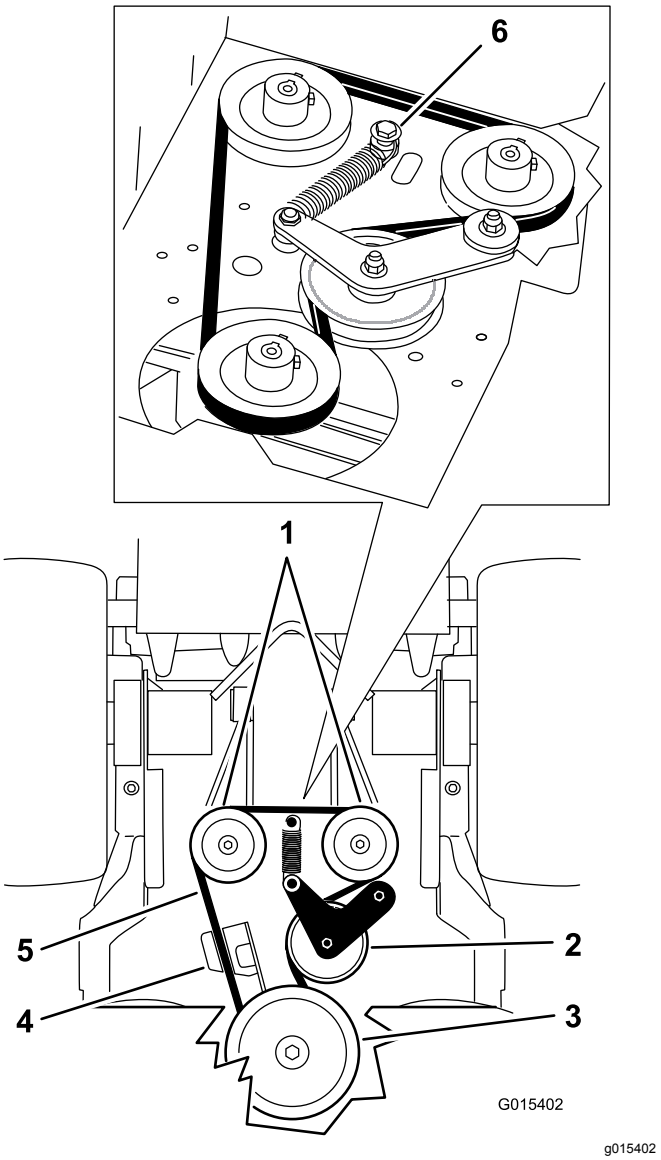

Figuur 66
5. Verwijder de borstbout, moer en ring van het motordek en de gekoppelde veer (Figuur 66).
6. Verwijder de aandrijfriem van de pomp (Figuur 66).
8. Monteer de veer op de borstbout en ring, en bevestig met de moer aan het maaidek (Figuur 66).